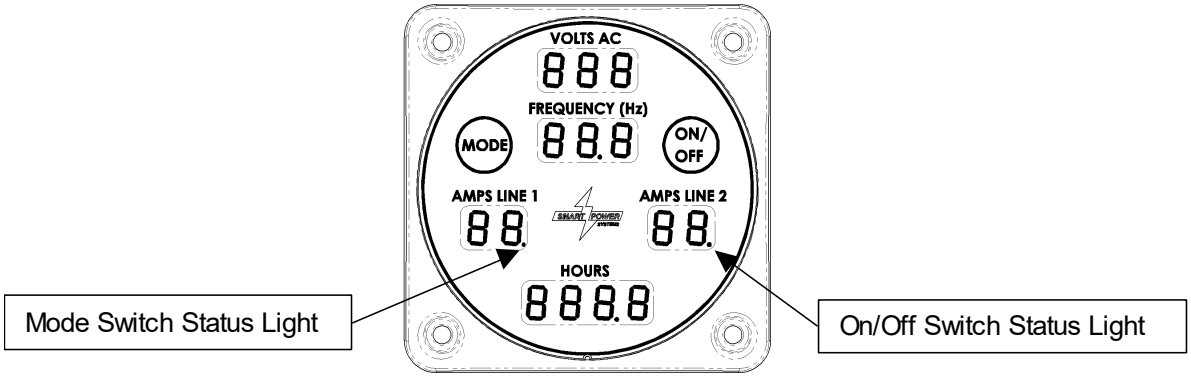

Figure 14 – Switch Status Lights
3. The Command & Control Center is equipped with two Smart Touch® switches, labeled "Mode" and "On/Off" respectively. These switches do not require pressure to be activated but instead sense the presence or absence of your fingertip. The decimal points in the "Amps Line 1" and "Amps Line 2" fields of the Command & Control Center are used to indicate the status of the Mode and On/Off switches respectively (reference Figure 14.)